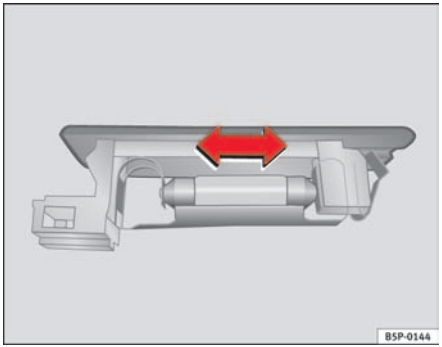

Fig. 193 Luggage compartment light
– Press the lamp sideways and remove it from the allotment ⇒ page 256, fig. 193. ■